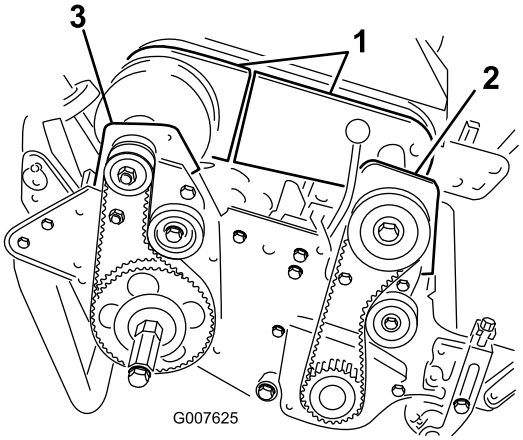

Figuur 42
4. Verwijder de bouten waarmee het voorste en het achterste deel van de differentieelkap zijn bevestigd aan de differentieelbehuizing en schuif beide delen weg zodat u bij de riem kunt komen (Figuur 42).
6. Verwijder de 2 tapbouten en borgmoeren waarmee de behuizing van de voorste koppeling is bevestigd aan de zijplaat (Figuur 42).
8. Verwijder de 2 bouten en borgmoeren waarmee de lagerbehuizing rechtsachter is bevestigd aan de zijplaat (Figuur 42).